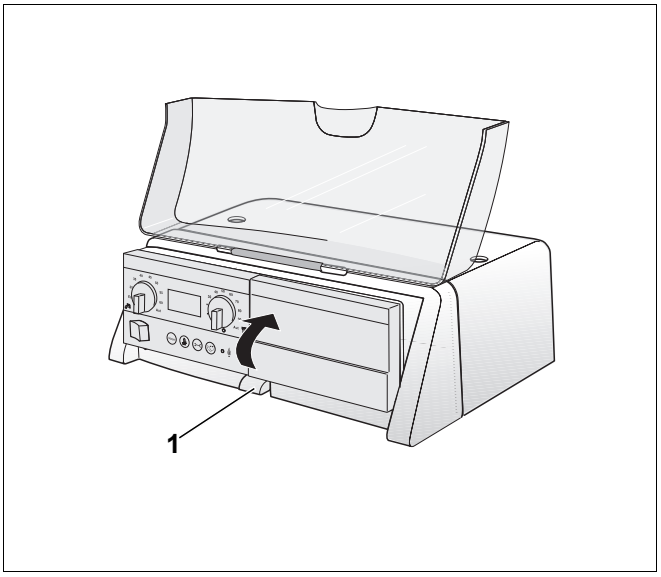

Rys. 11 Odchylenie uchwytu do zamocowania modułu podstawowego
- Wcisnąć do dołu środkowy zatrzask (rys. 11, **poz. 1**) uchwytu modułu podstawowego.